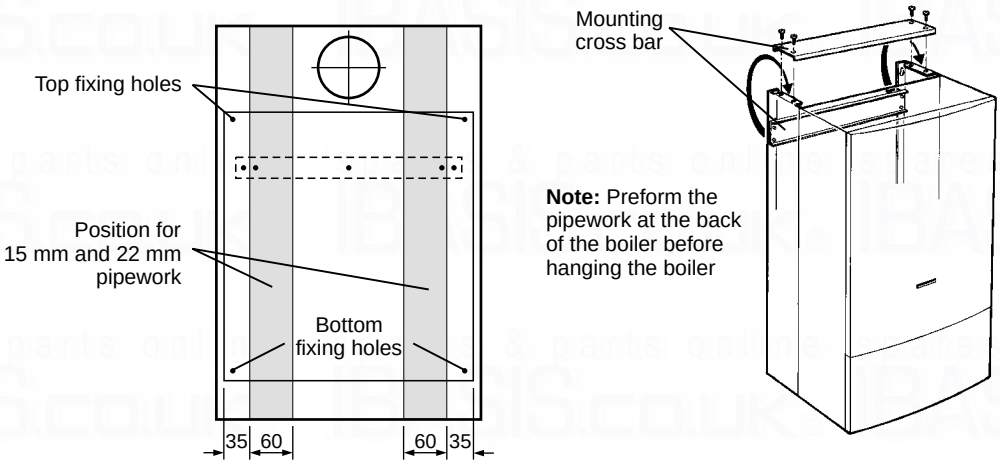

Fig. 10A
Note: If pipework is routed at the rear of the boiler (top pipe connections), mark the four fixing holes shown in Fig. 10A.
Note: When pipework is routed at the rear of the boiler, i.e. top pipe connections the mounting bracket is not used. (Refer to fig. 10A). Fit the top fixing screws, leaving just enough protruding, to hang the boiler on.
6. **Top pipe connections -** Remove the mounting cross bar from the rear of the boiler and fit it to the top as shown in Fig. 10A.